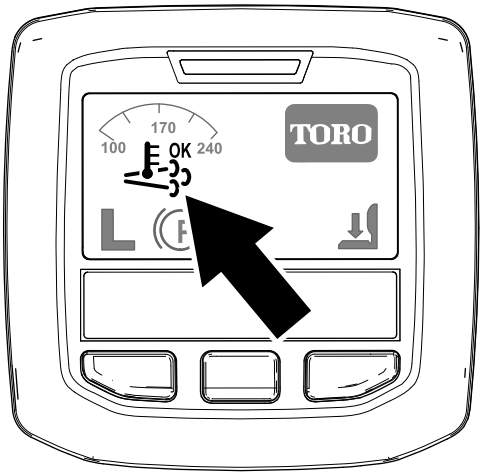

Figur 37
- Symbolen för stöd-/återställningsregenerering visas i InfoCenter (Figur 37).